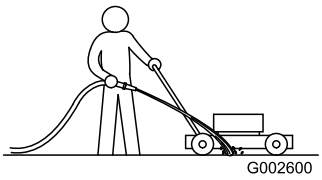

Figur 46
1. Spruta en vattenstråle framför det högra bakhjulet medan motorn är igång och gräsklipparen befinner sig på en flat yta belagd med stenplattor (Figur 46).